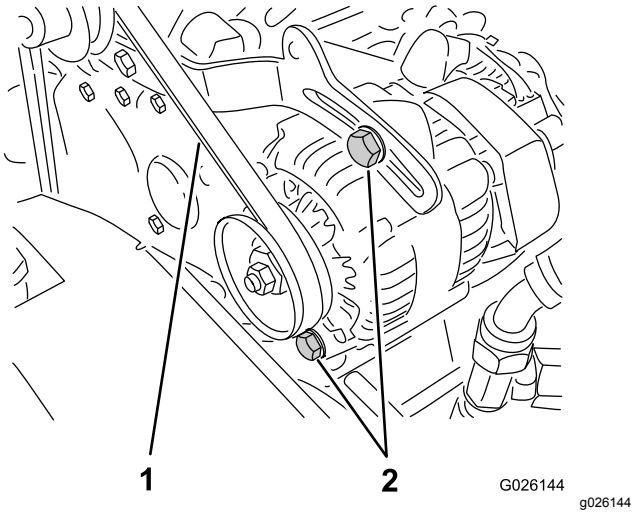

Figur 58
2. Kontrollera spänningen genom att trycka ner remmen mitt emellan vevaxel- och generatorskivorna med en kraft på 10 kg (Figur 58).
A. Lossa de två fästbultarna till generatorn (Figur 58).
B. Vrid generatorn med hjälp av en bändstång tills korrekt remspänning erhålls och dra därefter åt fästbultarna (Figur 58).